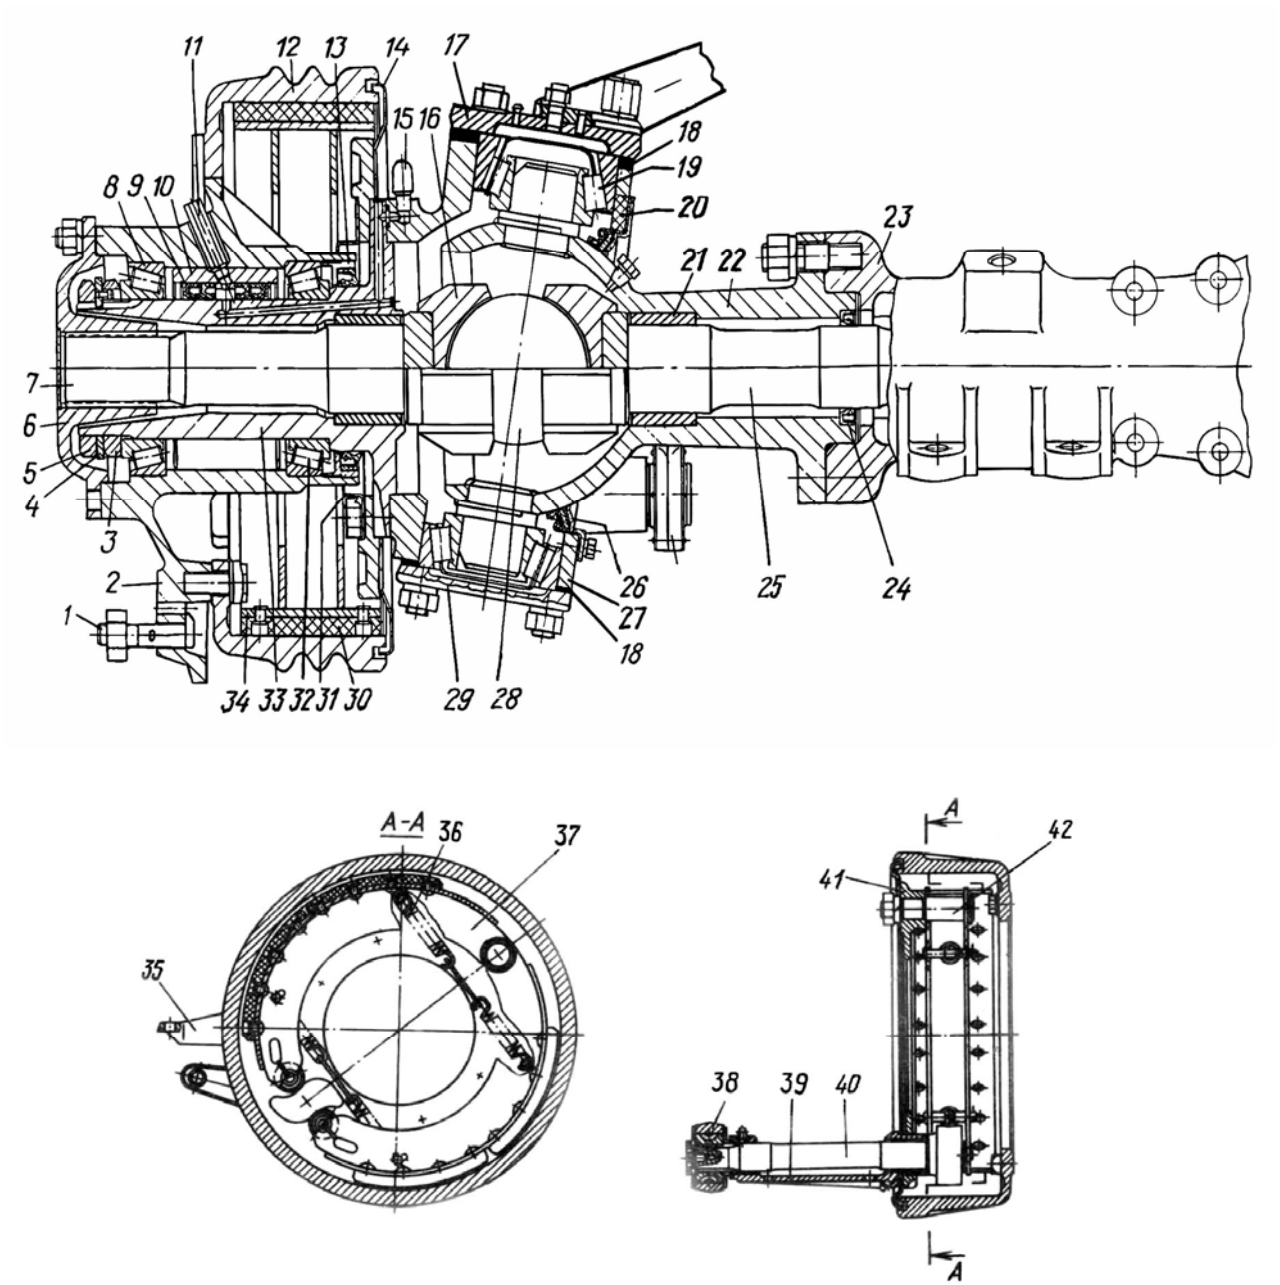
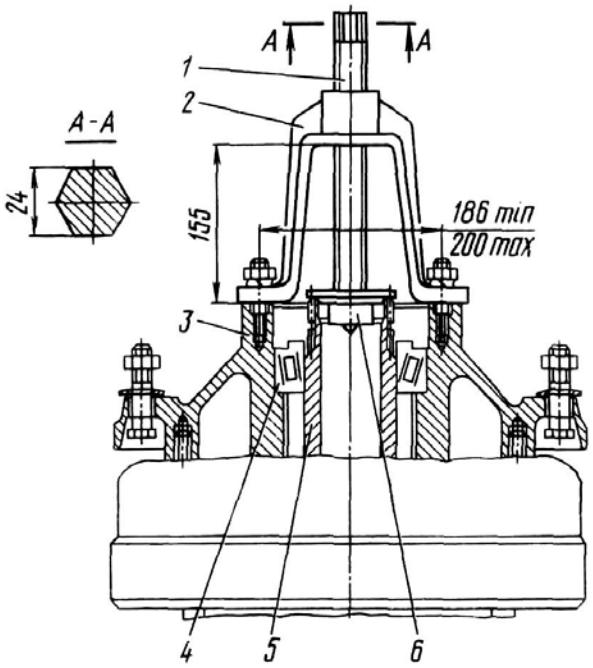

Рис.44. Передний ведущий мост:
Рис.45. Спрессовка ступицы колеса:
Устройство переднего моста показано на рис.44.
1. Отверните гайки крепления фланца 6 (см. рис.44) полуоси и с помощью съемных болтов отделите и снимите фланец.
3. Сдвиньте ступицу 3 (рис.45) с помощью съемника с посадочного места и, пошатывая ступицу, извлеките внутреннюю обойму наружного подшипника 8 (см. рис.44).
19. Снимите корпус поворотного кулака 27 (см. рис.44) с шаровой опоры 22, извлеките из выточки корпуса уплотнительное кольцо.